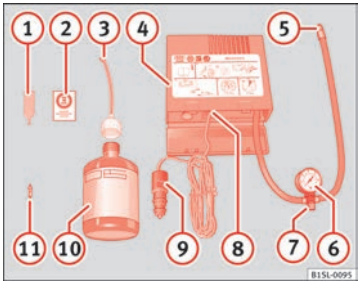

Fig. 148 Standard representation: Contents of the tire mobility set
The tire mobility set is located underneath the floor covering in the luggage compartment. It includes the following components ⇒ Fig. 148:
10. Apply the sticker ⇒ Fig. 148 (2) from the tire mobility set to the dash panel where it can be seen clearly.
- Use the corresponding enclosed extractor ⇒ Fig. 148 (1) to unscrew the tyre valve insert. Place the valve insert on a clean surface.
- Vigorously shake the sealant bottle ⇒ Fig. 148 (10) for several seconds.
- Screw the inflator tube ⇒ Fig. 148 (3) securely into the sealant bottle in a clockwise direction. The seal on the mouth of the bottle moves automatically.
- Remove the lid from the filling tube ⇒ Fig. 148 (3) and screw the open end of the tube into the tyre valve.
- Screw the valve insert again with the corresponding enclosed extractor ⇒ Fig. 148 (1) into the tyre valve.
- Securely screw the tyre inflator tube ⇒ Fig. 148 (5) of the compressor into the tyre valve.
- Check whether the air bleed screw ⇒ Fig. 148 (7) is closed.
- Attach the connector ⇒ Fig. 148 (9) to a 12 volt socket of the vehicle ⇒ page 118.
- Connect the air compressor with the ON/OFF switch ⇒ Fig. 148 (8).
Screw the inflator tube ⇒ Fig. 148 (5) again and check the pressure on the gauge (6).